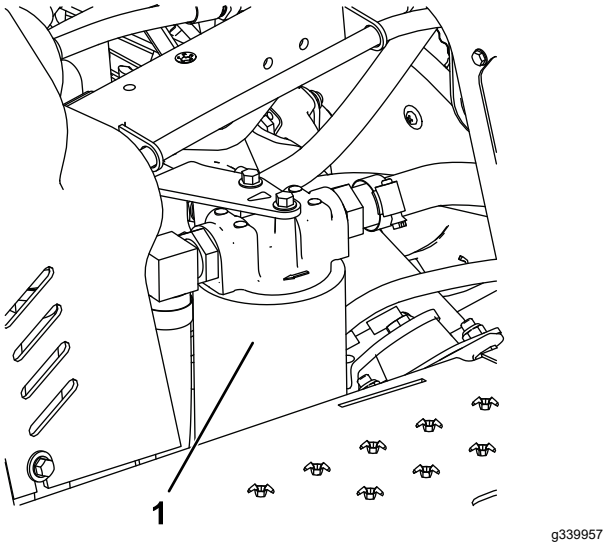

Figuur 42
4. Plaats een opvangbak onder het hydraulische filter dat zich bevindt aan de linkerzijde van de machine (Figuur 42).
7. Monteer het nieuwe hydraulische filter (Figuur 42) door het met de hand vast te draaien totdat de pakking contact maakt met de filterkop. Draai het filter vervolgens nog eens ¾ slag.